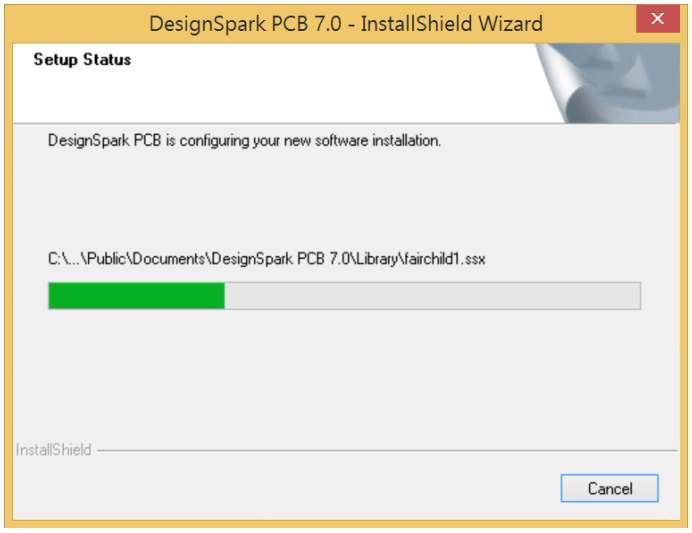

图 1-2 安装过程很简单，不太需要设定，一直按 Next 即可
2. 下载完后点开安装包安装，基本上一直按 Next 即可 (图 1-2)。